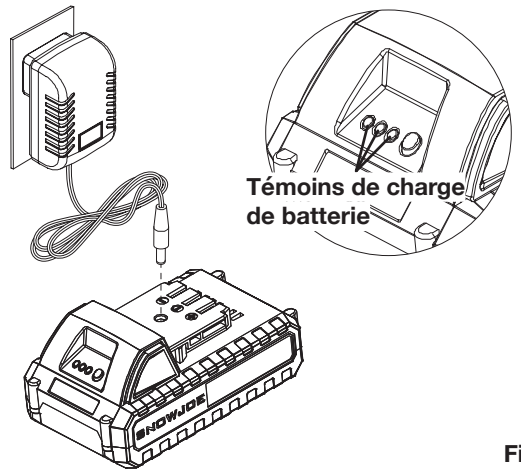

Fig. 2
2. Vérifiez que la tension de secteur est la même que celle marquée sur la plaque signalétique du chargeur de batterie. Branchez ensuite le chargeur dans une prise de secteur appropriée. Pour commencer à charger, branchez la fiche du chargeur dans la prise de charge de la batterie (Fig. 2).